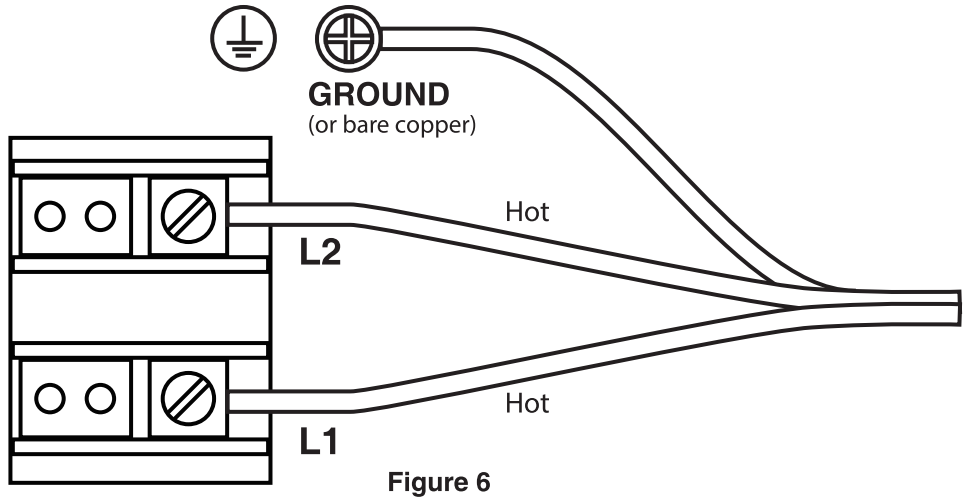

Figure 6
3. Pull enough wire into the heater and connect the wire to the Power Block located in the electrical area of the heater (See **Figure 6**).